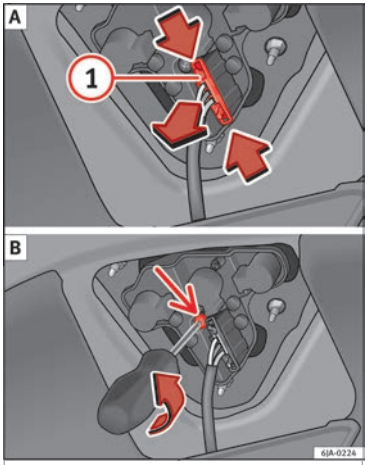

Fig. 105 Remove the bulb holder.
– Access the lights by disconnecting the connector (1) ››› **Fig. 105** A and unscrewing the bulb holder ››› **Fig. 105** B. Take care not to lose the bulb holder retaining screw.